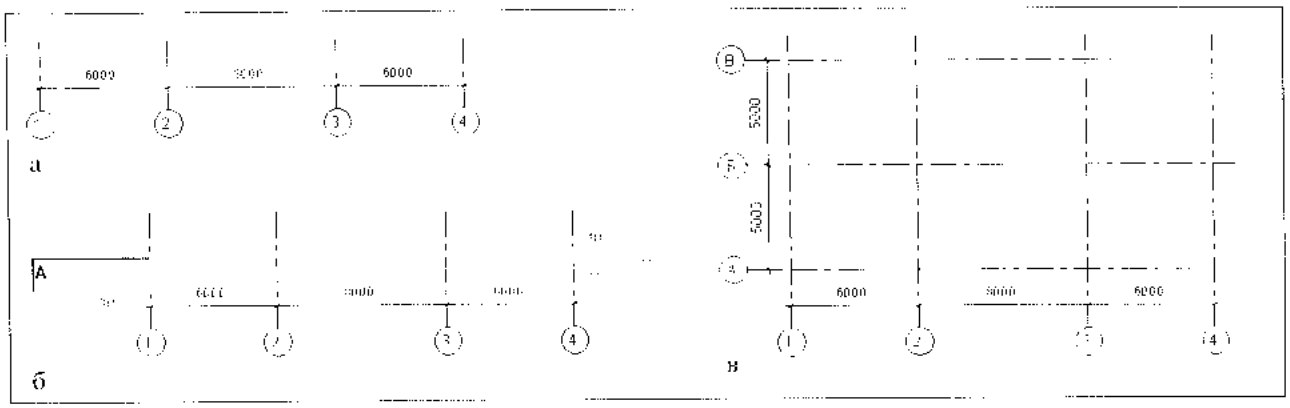

Рис. 1.15. *Создание координационной сетки*
4. Нарисовать координационную сетку (рис. 1.15).